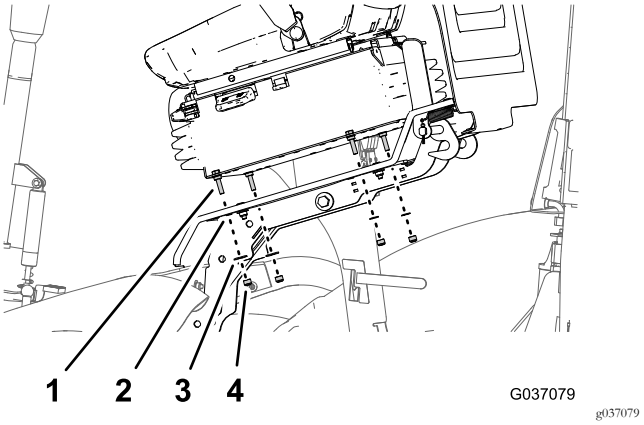

Bild 18
3. Fluchten Sie die vier Kopfschrauben (8 mm x 25 mm) des neuen Sitzes mit den Löchern in der Bedienerplattform aus (Bild 18).